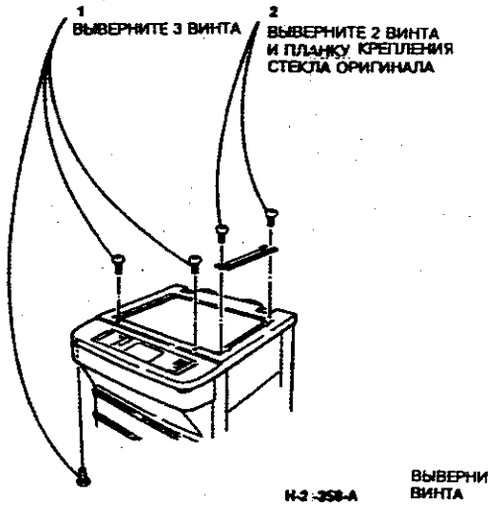

**Рисунок 1. Подготовка к снятию крышки**
3. (Рисунок 1) Подготовьтесь к снятию узла верхней крышки.